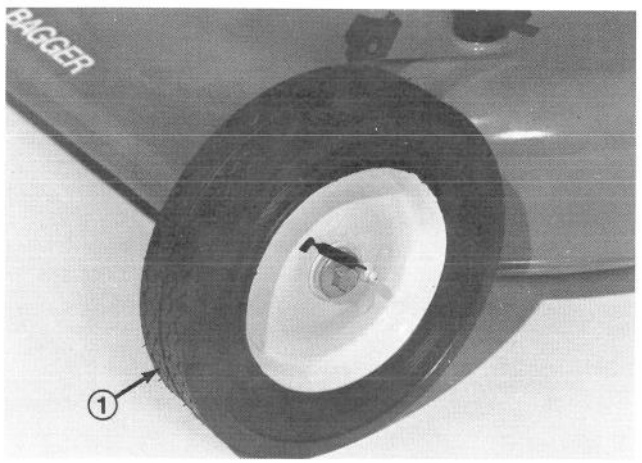

Afbeelding 23
1. Smeer de wiellagers met een No. 2 smering voor algemeen gebruik (Afb. 23).